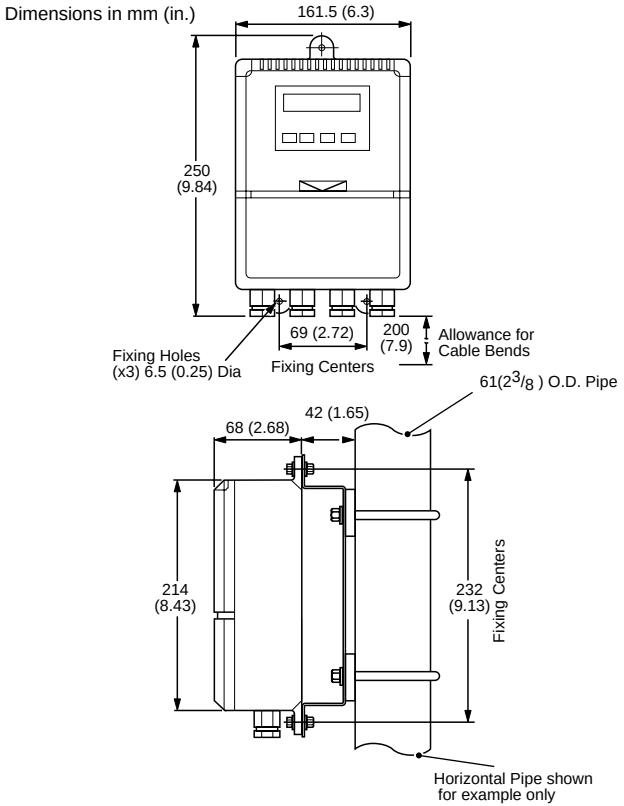
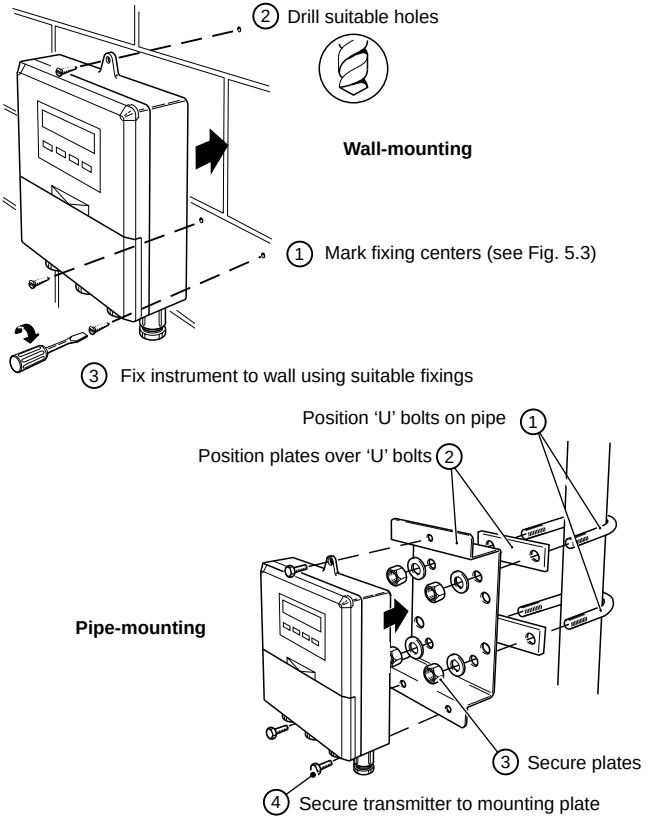

Fig. 5.3 Overall Dimensions
Fig. 5.4 Mounting Details
5.2 Mounting – Figs. 5.3 and 5.4
The instrument is designed for wall-mounting or pipe-mounting (see Fig. 5.4). The pipe-mounting kit (part no. 4600/0138) is suitable for both vertical and horizontal pipes. Overall dimensions are shown in Fig. 5.3.
…5.2 Mounting – Figs. 5.3 and 5.4